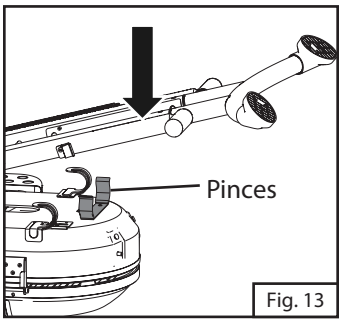

Fig. 13
14. Appuyer fermement sur les pattes vers le bas jusqu'à ce qu'elles s'enclenchent dans la fixation .(Fig. 13)